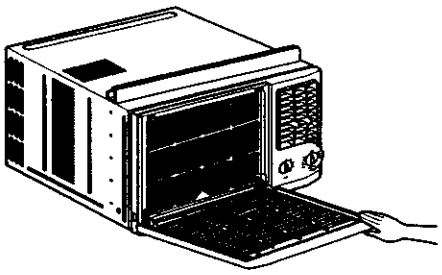

Figure 115 Front Installation
- Close filter door. (See Figure 115)